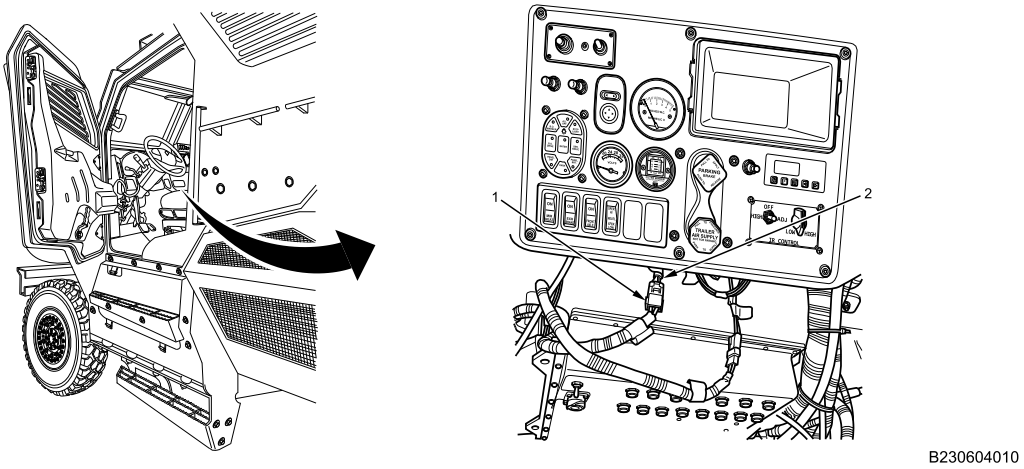

Figure 8. Feed Harness.
14. Disconnect left side 12V feed harness (Figure 8, Item 1) from IP harness (Figure 8, Item 2) and remove 12V feed harness.